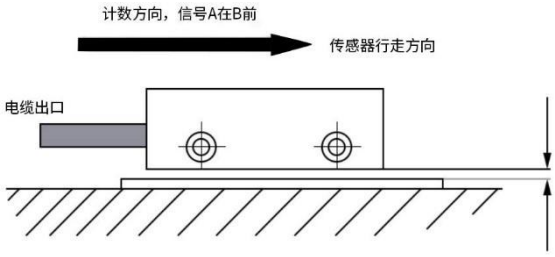
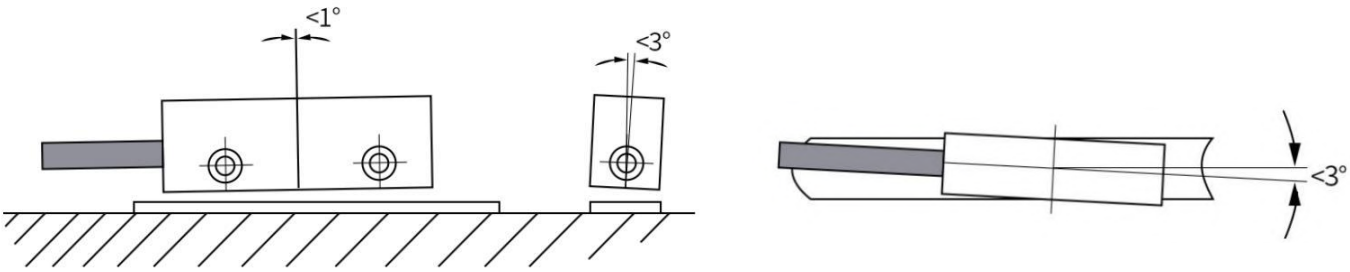

图 2-6 计数方向定义/安装
图 2-7 最大偏差
- **读数头必须与计数方向对齐**（见图 2-6），如果计数方向会随跟踪电子装置（例如磁显示装置）而改变，则可以忽略。
- 安装磁栅尺读数头时，要确保磁条和读数头之间的间隙，应确保整个测量长度方向的最大偏差(见图 2-7)
- 观察在总行进距离中磁栅尺读数头和磁条之间的间隙是否超过容忍距离或读数头是否与磁条接触(见图 2-6、图 2-7)。